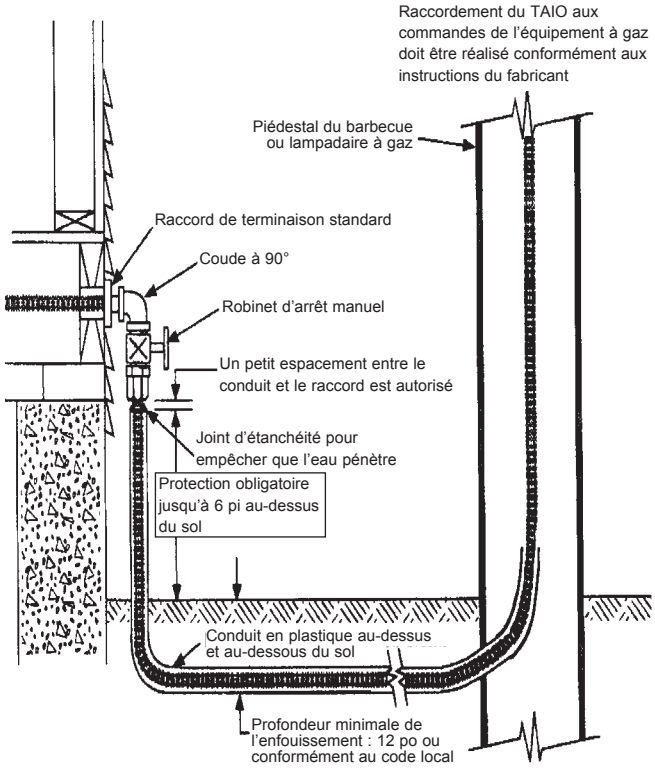

Figure: 4-21
4. Les lumières de terrain doivent être raccordés au système ***TracPipe®*** comme cela est illustré dans la Figure : 4-21 Toutes les canalisations installées sous le niveau du sol doivent être protégées par des conduits étanches non métalliques ou par des tuyauteries ***TracPipe® PS-II*** pour l'utilisation souterraine. Les extrémités exposées du conduit doivent être scellées hermétiquement.